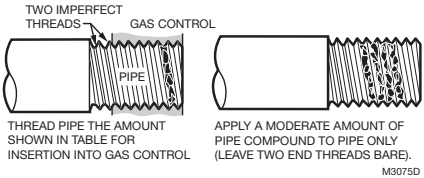

Fig. 1. Use moderate amount of pipe compound.
2. Apply moderate amount of good quality pipe compound to adapter, leaving two end threads bare. Refer to Fig. 1. On LP installation, use compound resistant to LP gas. Do NOT use Teflon tape.
4. Apply a moderate amount of good quality pipe compound (DO NOT use Teflon tape) to pipe or coupling only, leaving two end threads bare. On LP installations, use compound resistant to LP gas. Refer to Fig. 1.